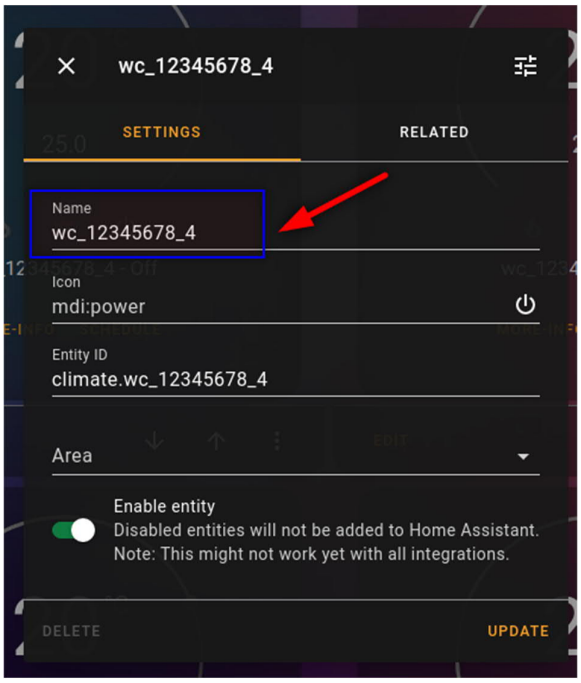

Figure 6.4
6.3.2. Then select gear cog icon, top right corner. Now change the name to your preference: Lounge, Bathroom, Nursery etc. select “UPDATE” Figure 6.4